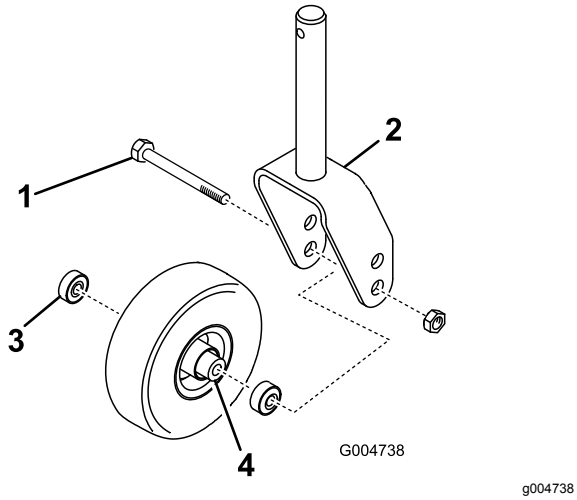
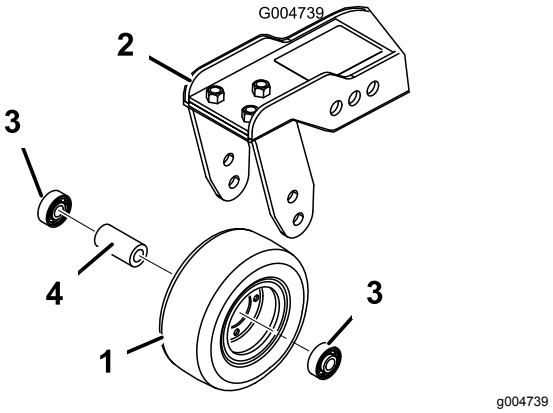

Figur 106
Figur 107
1. Fjern låsemutteren fra bolten som holder fast styrehjulet til styregaffel (Figur 106) eller styresvingarmen (Figur 107). Ta tak i styrehjulet og skyv bolten ut av gaffelen eller svingarmen.
2. Fjern lagrene fra hjulnavet og la lageravstandsstykket falle ut (Figur 106 og Figur 107). Fjern lageret fra den andre siden av hjulnavet.